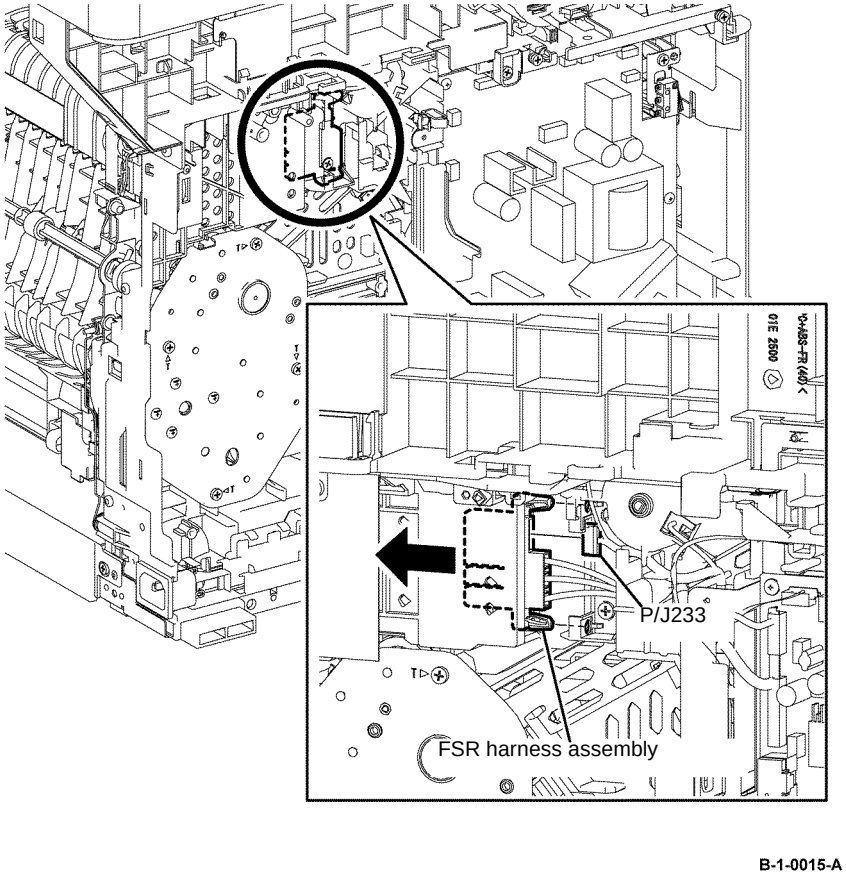

Figure 2 FSR harness assembly removal
12. Release the hook that fixes the FSR harness assembly from above, then move the FSR harness assembly in the arrowed direction, Figure 2.
13. Disengage P/J233 from the FSR harness assembly, Figure 2.